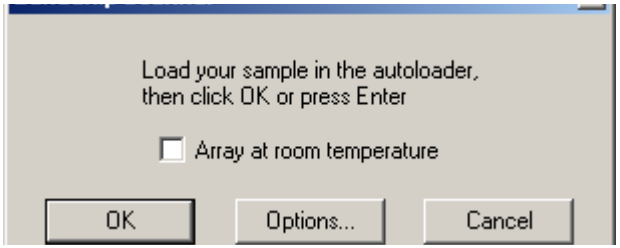

Figure L.26
⇒ The Scanner dialog box appears **(Figure L.26)**.
5. Click **OK** in the Start Scanner box **(Figure L.26)** to start the autofocus routine. This takes approximately two to three minutes. The scanner cannot be stopped during this period.